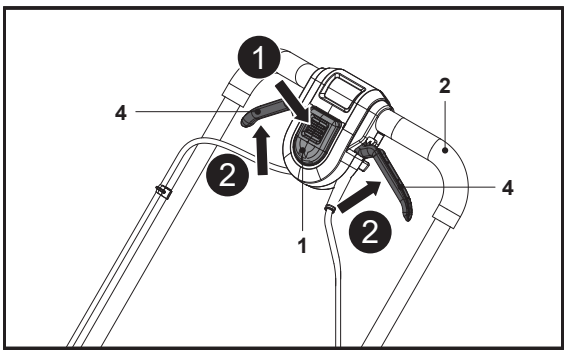

Fig. 14
1. Stand behind the grip handle (2).
2. While holding the safety switch button (1) pressed, pull the start levers (4) towards the grip handle (2) and hold it in position (Fig. 14, steps 1, 2).
3. After the lawn mower starts, release the safety switch button (1).